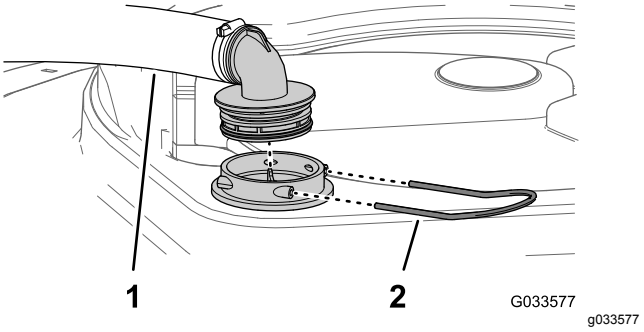

Figur 95
2. Fjern holderen som fester slangekoblingen som er festet til den store slangen fra filterhuset øverst på tanken (Figur 95).
3. Fjern slangen og slangekoblingen fra filterhuset (Figur 95).